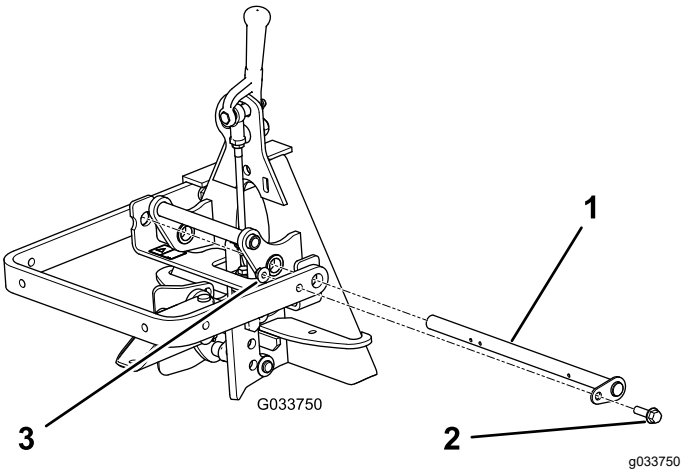

Figur 5
2. Sæt drejestangen igennem hullerne (Figur 5).
3. Ret hullet i holdepladen ind med hullet i løftearmen, og monter flangehovedbolten og flangemøtrikken (Figur 5).